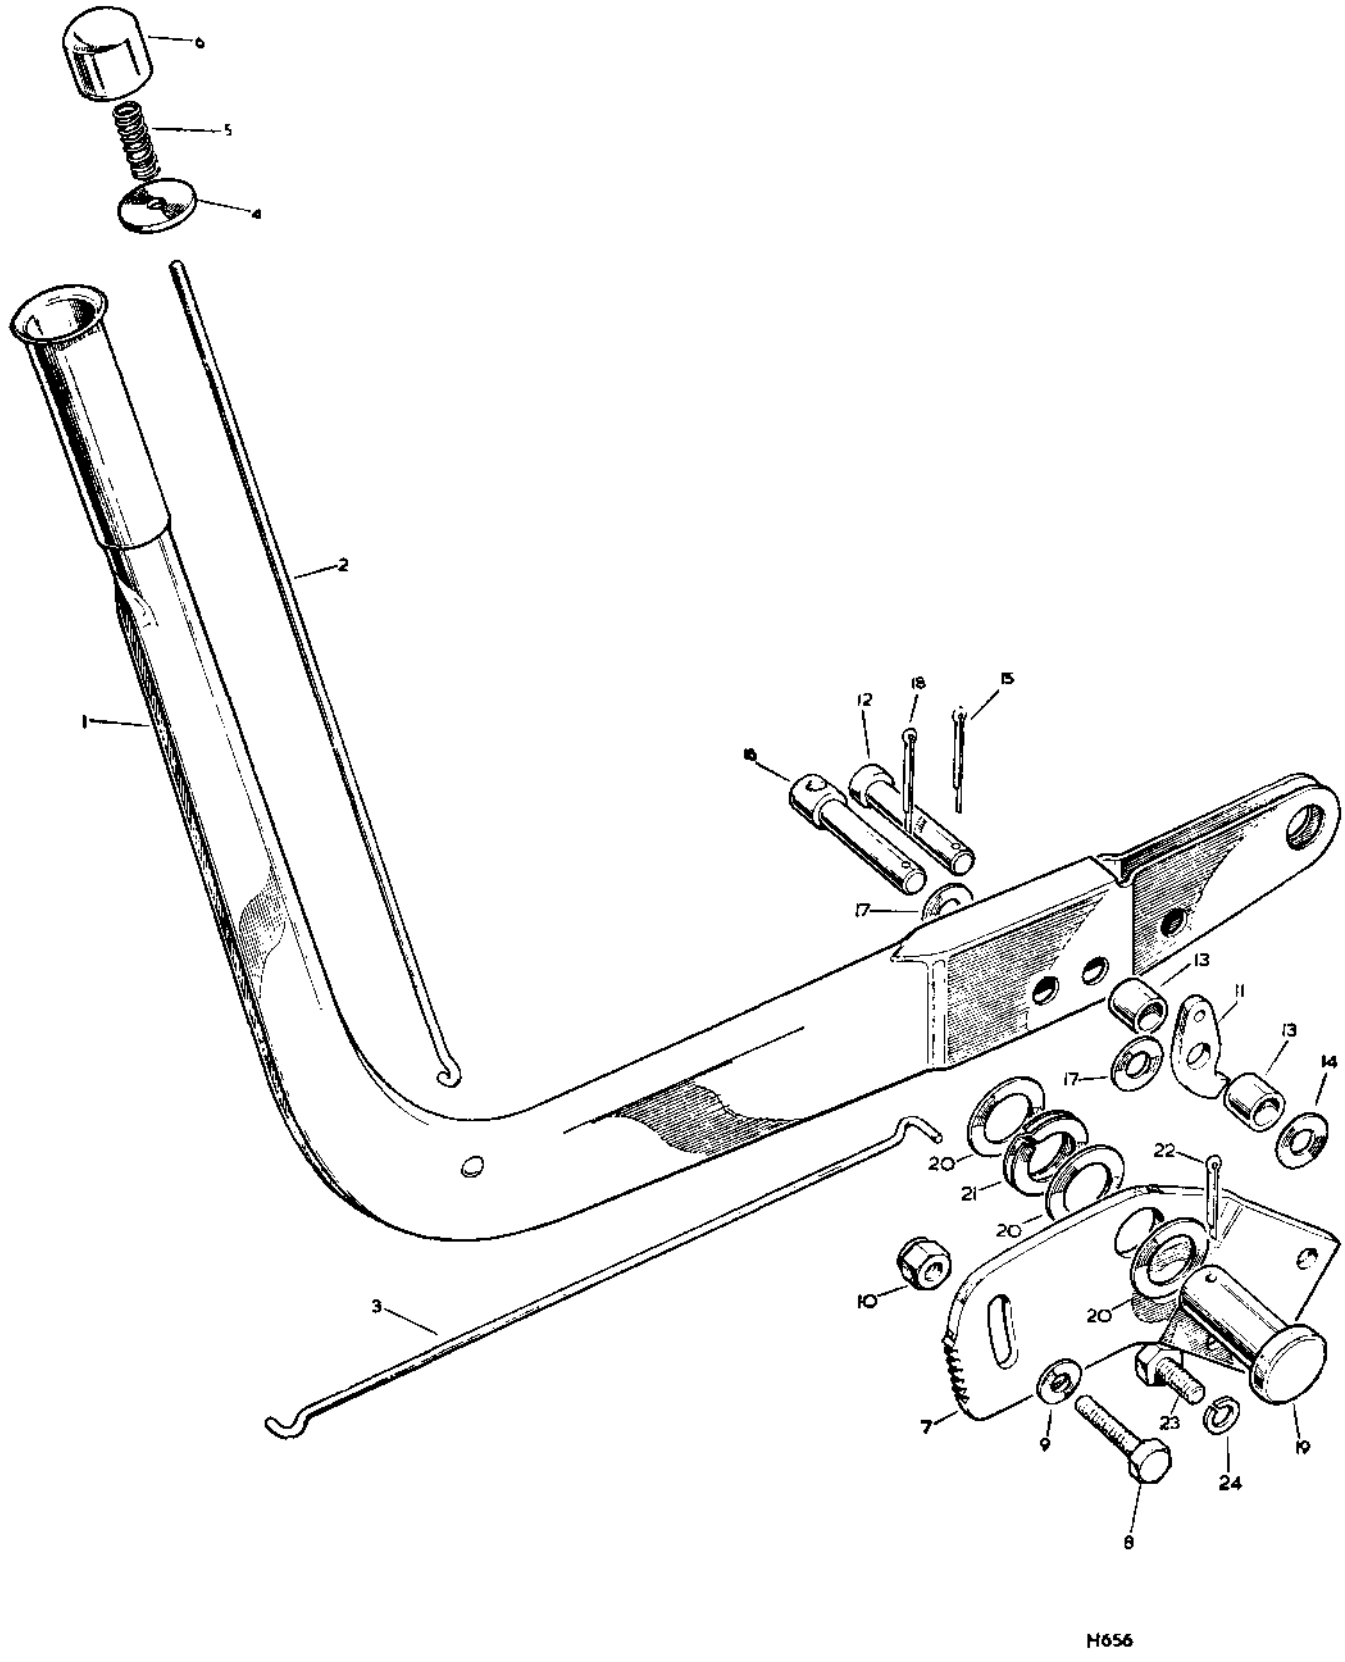

Fig. H1-106. Hand brake lever, RHStg. From vehicle suffix 'D' onwards
(See Figs. H1-106 and H1-107)
**To assemble** (See Figs. H1-106 and H1-107)